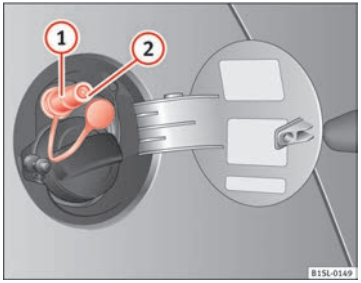

Fig. 110 Tank flap open: gas filler mouth ①, filler mouth retainer ②
- Remove the plug from the gas filler mouth ⇒ Fig. 110 ①.